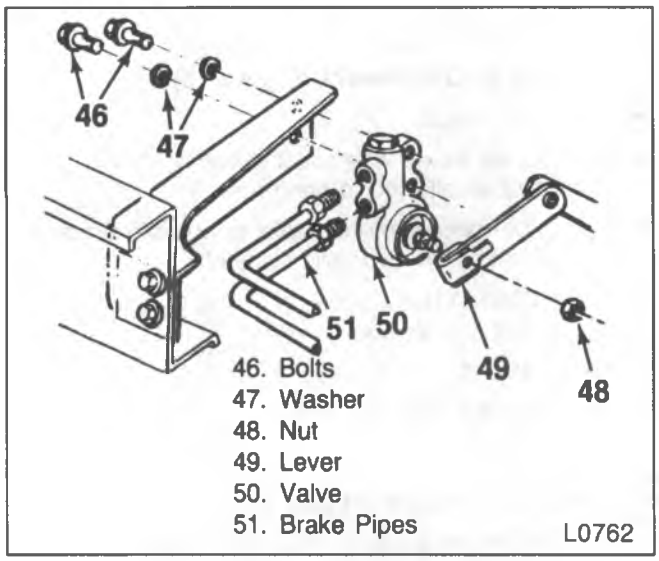

Figure 13 – Removing/Installing Proportioning Valve
Remove or Disconnect (Figure 13)
Install or Connect (Figure 13)
2. Remove nut (48) from the valve shaft.
3. Remove lever (49).
5. Rotate the valve shaft to permit the installation of the adjustment gage (figure 13).
6. Install lever (49).